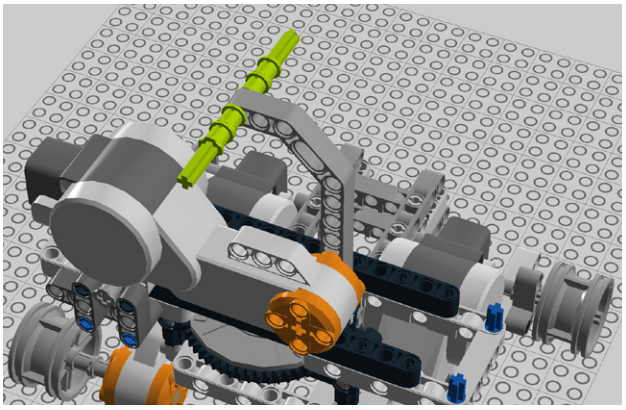

Figure 7-64. *Step 57: Adding a cross axle and bushes*
57. Add a cross axle to the double angle beam, then add four bushes, as shown in Figure 7-64.